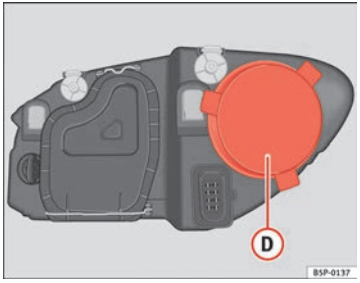

Fig. 190 Side lights
– Remove the cover ⇒ fig. 190 (D) by pulling on this.